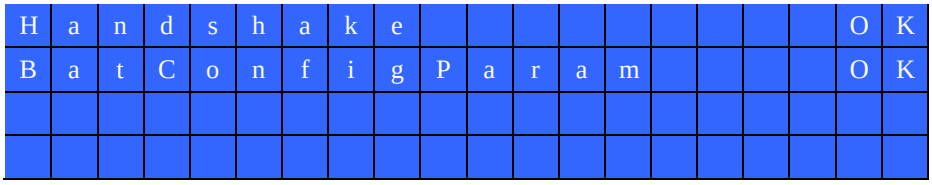

Рис.12
6.8 При успешном завершении фазы конфигурации параметров зарядки во второй строчке на LCD появляется “OK”, рис. 12